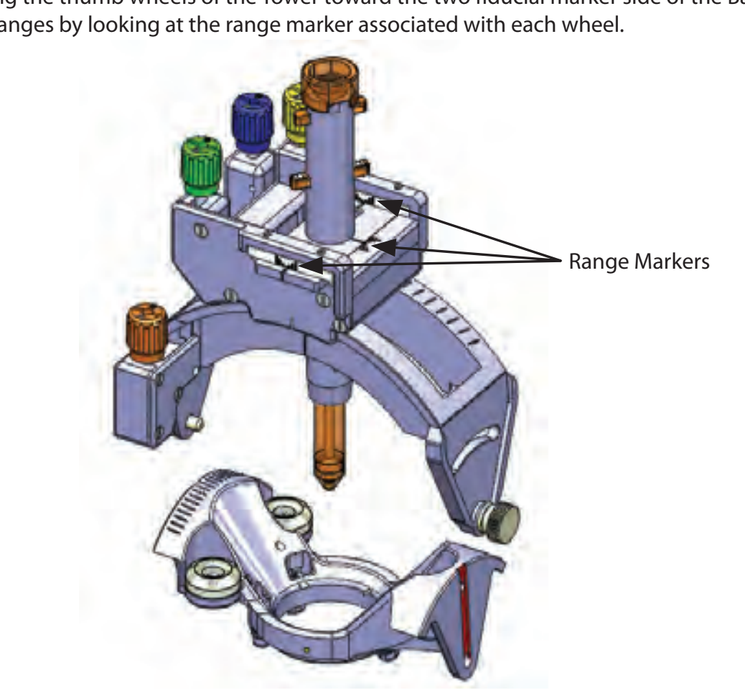

Figure 4
11. Orient the Tower, relative to the Base, by placing the thumb wheels of the Tower toward the two fiducial marker side of the Base. **See Figure 4**. Be sure that each of the four thumb wheels is near the center of their ranges by looking at the range marker associated with each wheel.